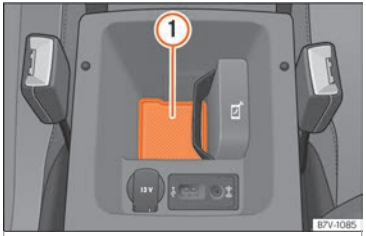

Fig. 231 The phone holder used for connecting the mobile phone to the car aerial is located in the front centre armrest.
For the connection to the aerial of the vehicle, the mobile phone must be on the lodging surface ››› Fig. 231 ①.